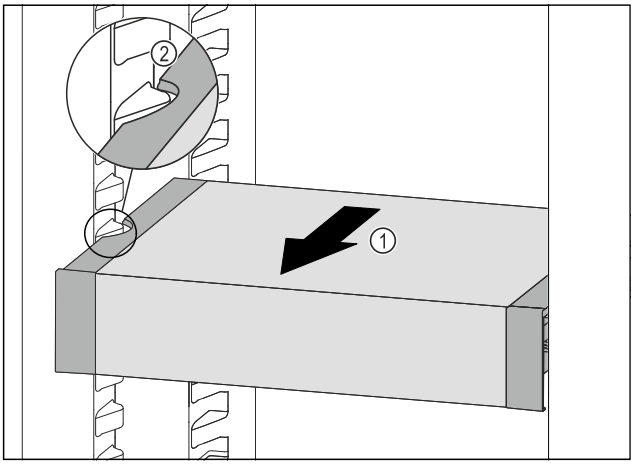

Fig. 219
▶ Pull VarioSafe forwards *Fig. 219 (1)* until the recesses in the side of the VarioSafe are at the level of the support rib in the fridge section. *Fig. 219 (2)*